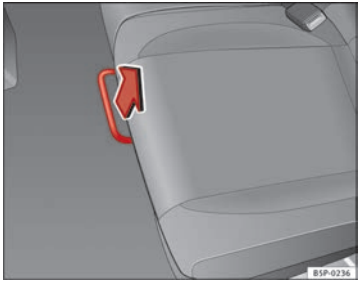

Fig. 97 For unlocking the rear seat
– In the seated position, unlock the lever in the direction of the arrow ⇒ fig. 97.